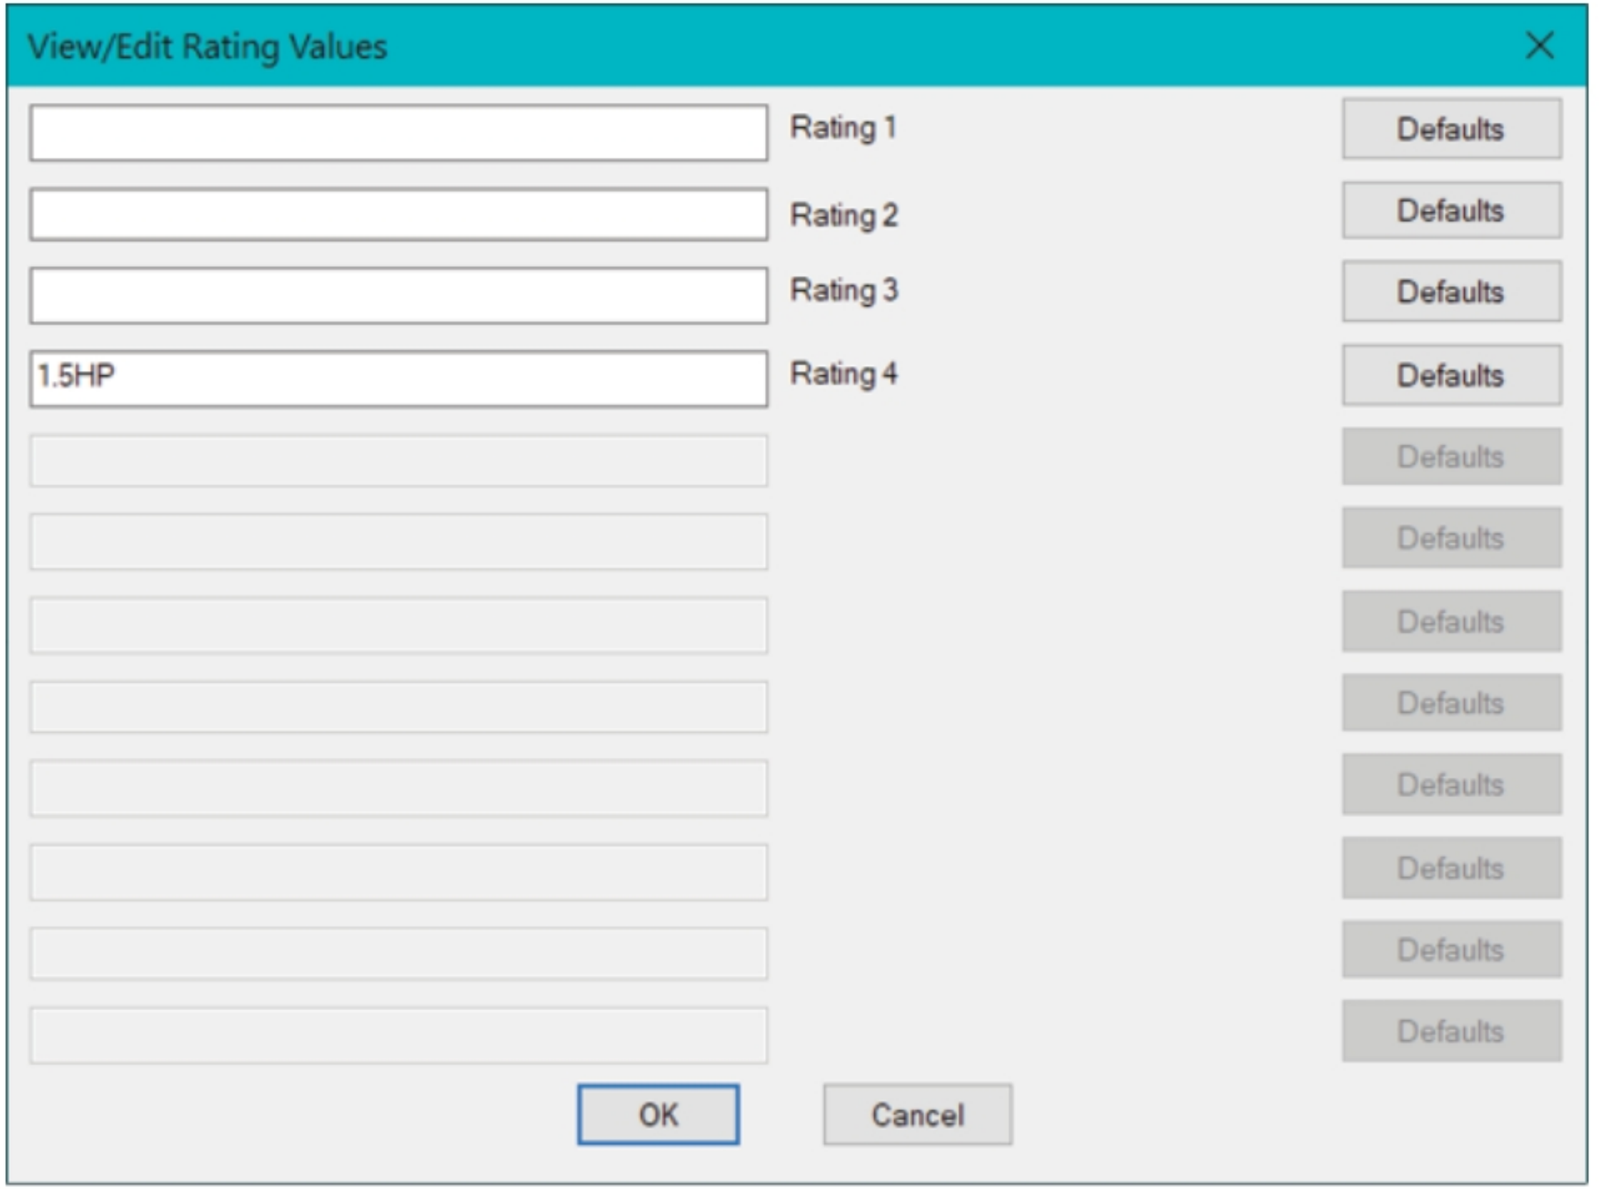

Figure-13. View or Edit Rating Values dialog box
- Click on the **Show All Ratings** button from the **Ratings** area of the dialog box. The **View/Edit Rating Values** dialog box will be displayed; refer to Figure-13.